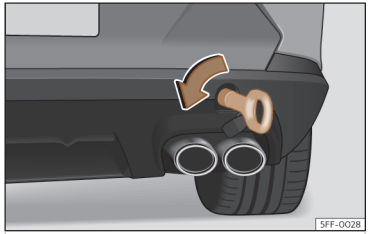

Abb. 202 Auf der rechten Seite des hinteren Stoßfängers: Eingeschraubte Abschleppöse.
- Drehen Sie die Abschleppöse **entgegen dem Uhrzeigersinn** so fest wie möglich in die Aufnahme ››› **(Abb. 202)** , ››› ⓘ. Verwenden Sie ein geeignetes Hilfsmittel, um die Abschleppöse festzuziehen.